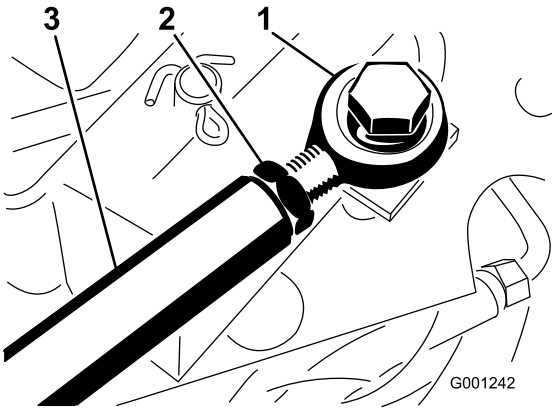

Figuur 67
3. Als de pedaalaanslag nog verder moet worden afgesteld, moet u de tractiestang (Figuur 67) als volgt afstellen: